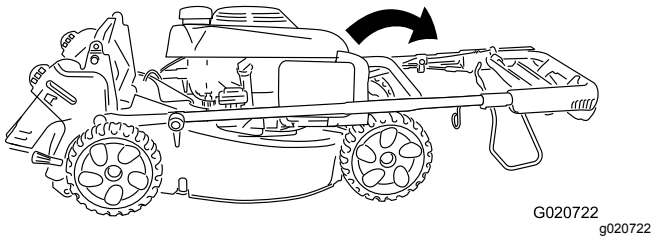

Figure 19
2. Faites pivoter tout le guidon en avant (Figure 19).